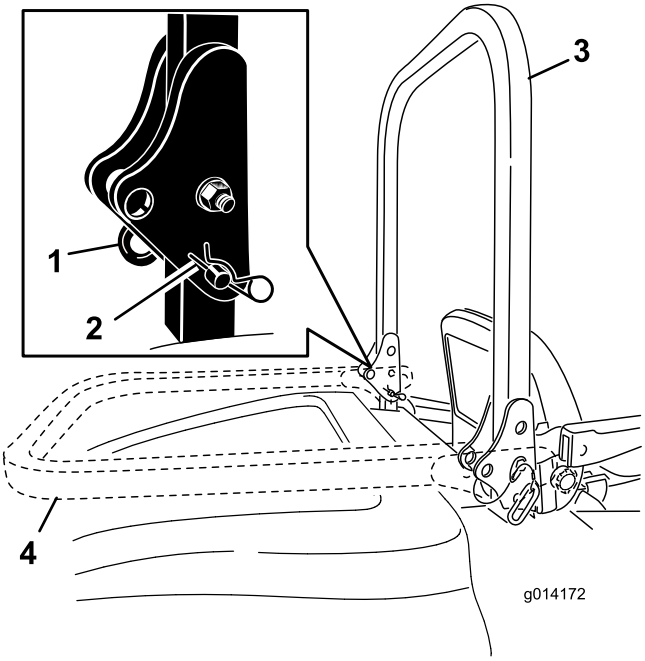

Рисунок 14
1. Чтобы опустить защитную дугу, извлеките игольчатые шплинты, нажмите на защитную дугу вперед, преодолевая усилие пружин, и извлеките 2 штифта (Рисунок 14).
2. Опустите защитную дугу в нижнее положение (Рисунок 14).
3. Вставьте 2 штифта и закрепите их игольчатыми шплинтами (Рисунок 14).
4. Чтобы поднять защитную дугу, извлеките шплинты и 2 штифта (Рисунок 14).
5. Поднимите защитную дугу в верхнее положение, вставьте 2 штифта и закрепите их игольчатыми шплинтами (Рисунок 14).